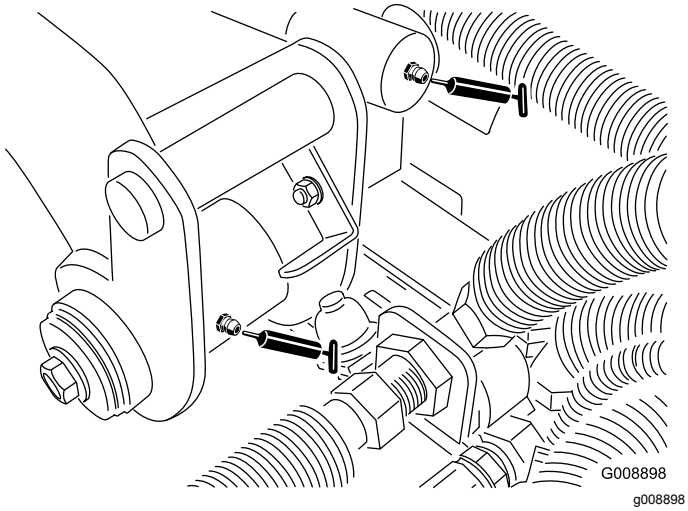

Figuur 53
- Draaipunt van achterste hefarm en hefcilinder (2) (Figuur 53)